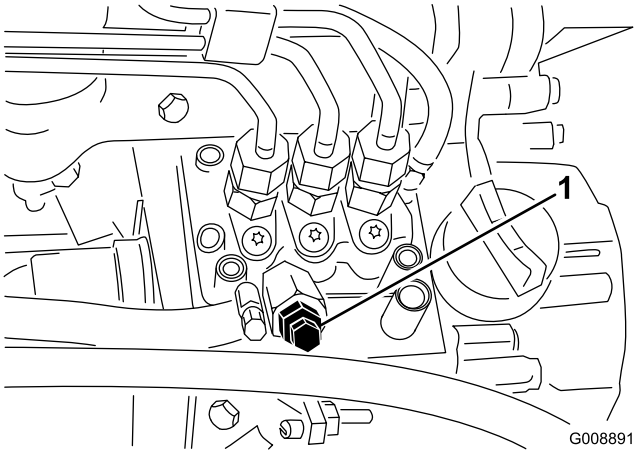

Rysunek 43
3. Odkręć śrubę odpowietrzania na pompie paliwa (Rysunek 43).